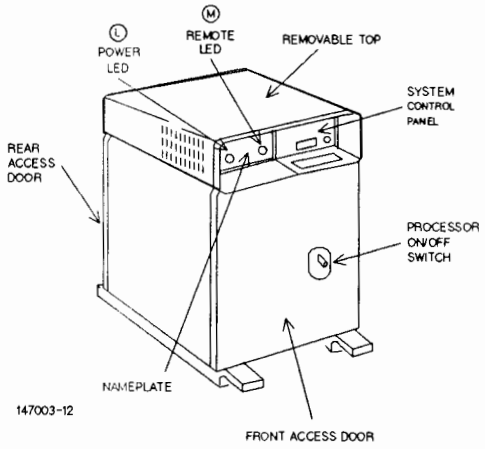
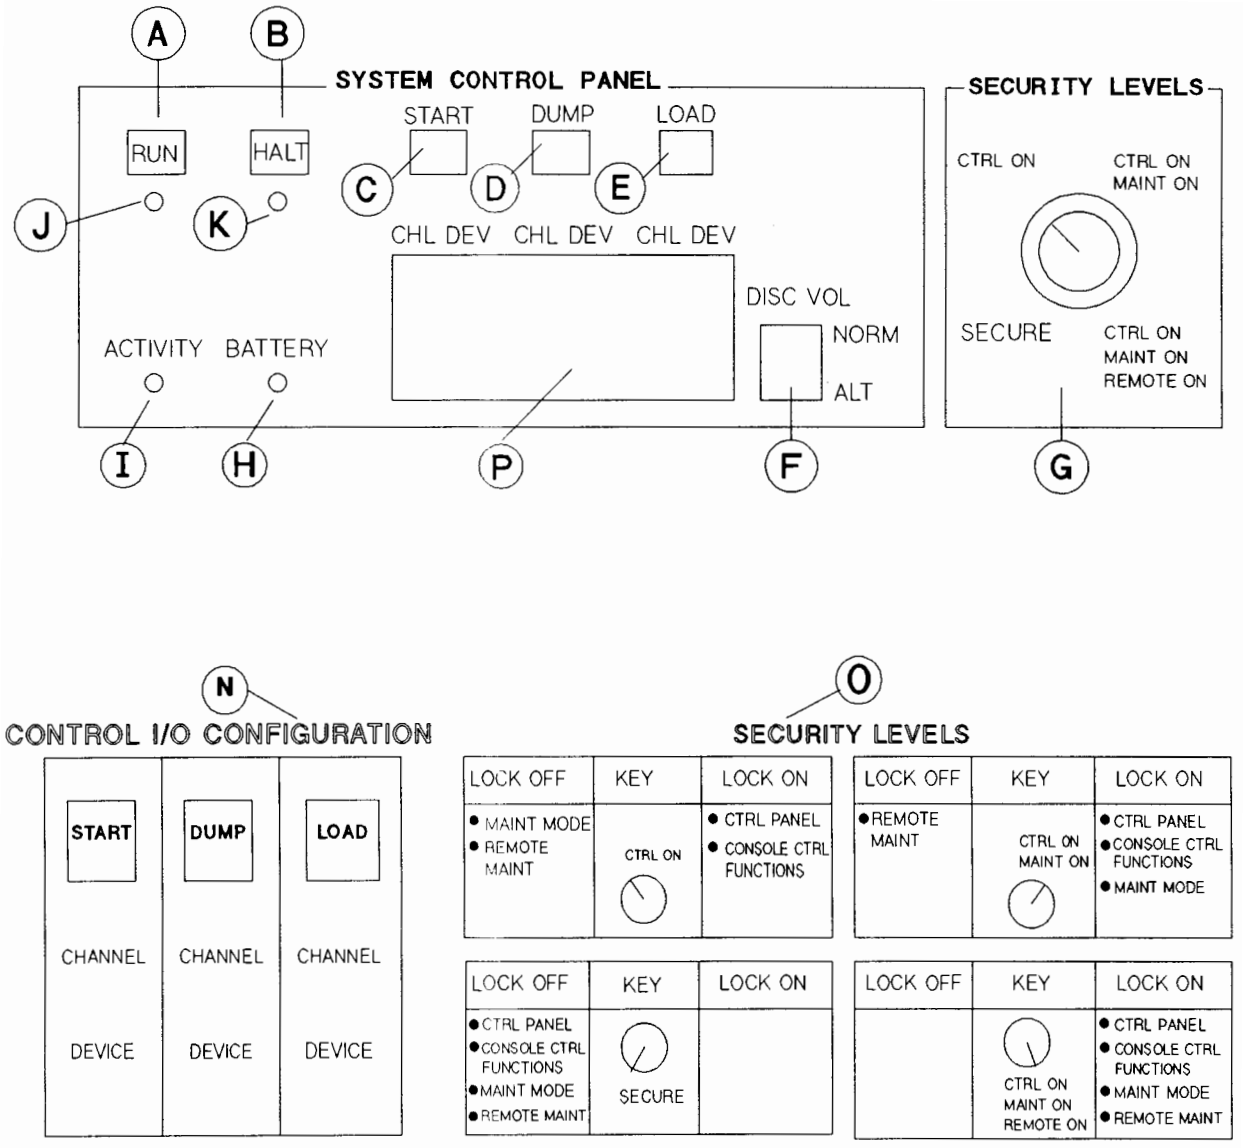
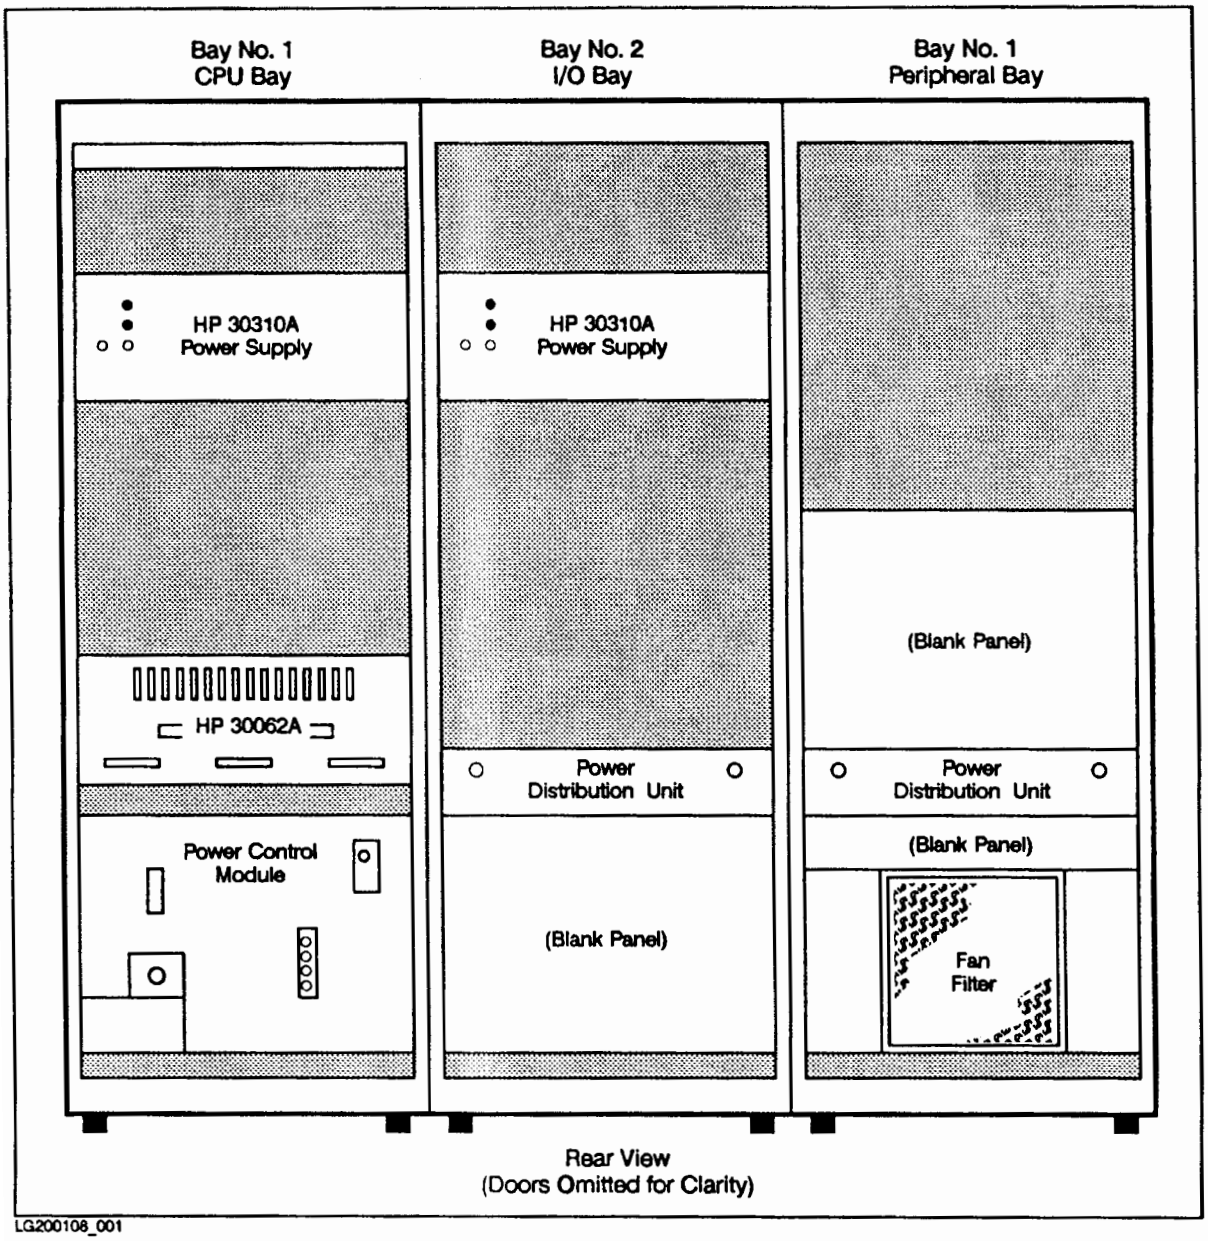
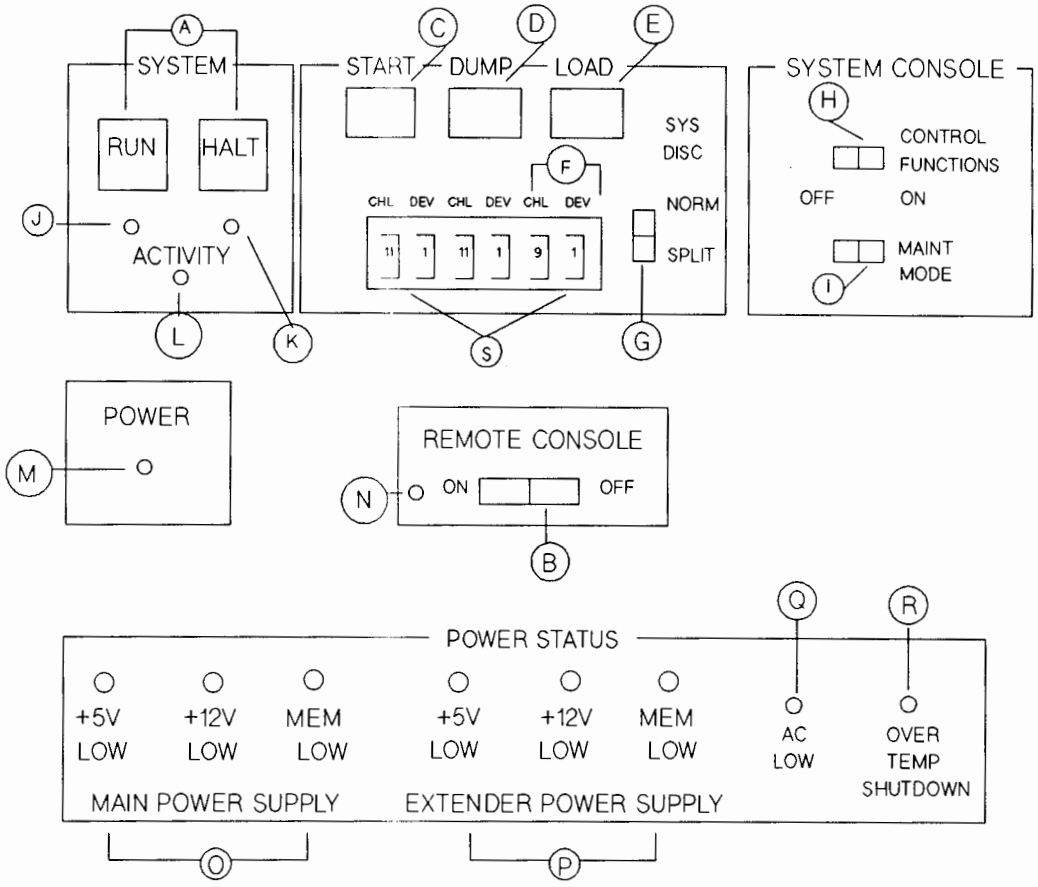

Figure 11-4. Series 39/40/42/52 System Processor Unit (SPU)
Figure 11-5. Series 39/40/42/52 System Control Panel Swith/Indicator Function
Figure 11-6. Series 44/48/58 System Processor Unit (SPU)
Figure 11-7. Series 44/48/58 System Control Panel Switch/Indicator Function
SERIES 39/40/42/52. The System Control Panel is located behind the non-lockable, magnetic-latch door on the right front side of the System Processor Unit (SPU) (Figure 11-4).
Hardware Related Controls. The hardware related controls are the RUN and HALT switches. See Figure 11-5 for an illustration of each of the System Control Panel's switches and indicator lights.
(C) START — Pressing this switch initiates either a COOLSTART or a WARMSTART of the system. The CHL and DEV address are set in the thumbwheel switches directly below the START switch (Figure 11-5.)
Status Indicator Lights. The System Control Panel has six status indicator lights. The RUN, HALT, ACTIVITY, and BATTERY LEDs are located on the System Control Panel Figure 11-5. The POWER and REMOTE CONSOLE LEDs are located in the nameplate on the front panel (Figure 11-4).
SERIES 44/48/58. The System Control Panel is located behind the lockable front door on the right-front side of the System Processor Unit (SPU) (Figure 11-6). Refer to Figure 11-7 for an illustration of each of the System Control Panel's switches and lights.
Software (MPE) Related Controls. The software (MPE) related controls are the START, LOAD and DUMP switches. COOLSTART and WARMSTART operations are performed via steps involving the START switch. Other system startup options utilize the LOAD switch. The SYS DISC switch is used in conjunction with the START switch to configure the system disc. The three pairs of thumbwheel switches, (each pair is labeled CHL and DEV) are located directly beneath the software related controls. They set the channel and device addresses that are enabled when the respective switch is pressed. (Figure 11-7).
The three pairs of thumbwheel switches located on the front panel, correspond with the START, DUMP, and LOAD functions of the machine. Each pair contains a hardware channel number (CHL) and an HP-IB device (DEV) address setting for the corresponding START, DUMP, and LOAD devices. See Figure 11-5 (C, D, E) and Figure 11-7 (C, D, E). These switches are initially set by your Hewlett-Packard Customer Engineer when your system is installed.